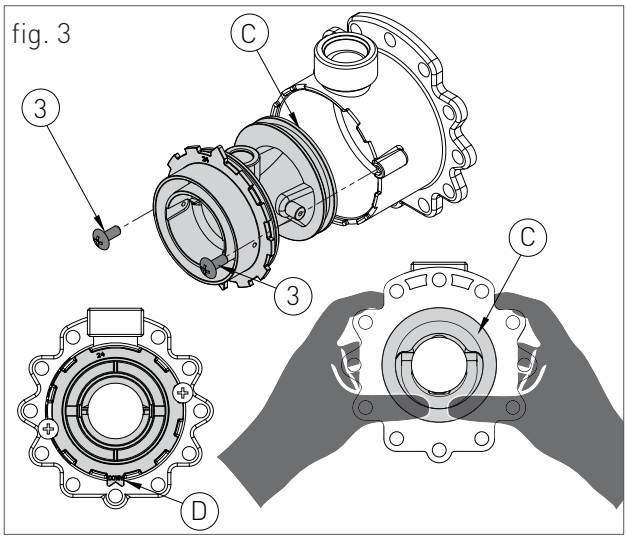

fig. 3
- remove the two screws '3' (fig.3) and apply pressure on the rear side of venturi 'C' (fig.3);
- replace the body venturi with the one suitable for the type of supply gas (cod. 30-00207 for methane / cod. 30-00201 for GPL) and make sure the tooth 'D' (fig.3) is adjusted downwards on the aluminium ring nut (see fig.3);